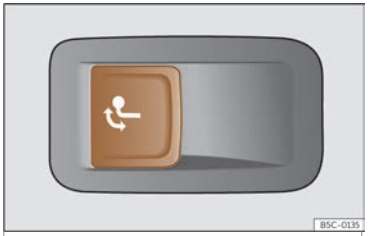

Fig. 188 No lado esquerdo do maleteiro:tecla para desbloquear o gancho de remolque.
- Puxe da tecla››› fig. 188 brevemente. O gancho de remolque desbloquéase electricamente e xírase automaticamente cara a fóra. O indicador de control da tecla escintila.
- Puxe da tecla››› fig. 188 brevemente. O gancho de remolque desbloquéase electricamente.
- Se o indicador de control da tecla ››› fig. 188 *escintila*, significa que o gancho de remolque aínda non encastou correctamente ou que está danado ››› ⚠.
- Se o indicador de control››› fig. 188 *permanece acendido* co portón traseiro aberto, o gancho de remolque está correctamente encastado tanto cando está extraído como cando está escamoteado.
- **Non prema nunca a tecla››› fig. 188 cando haxa un remolque enganchado ou vaia montado un portaequipaxes ou outros accesorios sobre o gancho de remolque.**